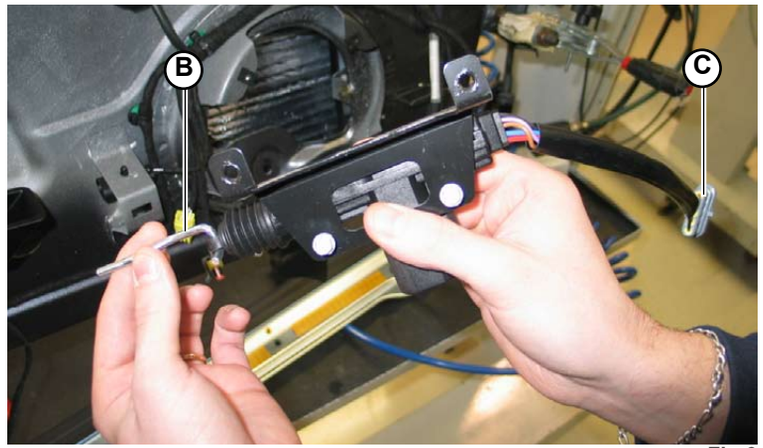

Fig.6
2. Attach the lock connection linkage (**B-Fig.6**).
3. Attach the actuator connection (**C-Fig.6**).